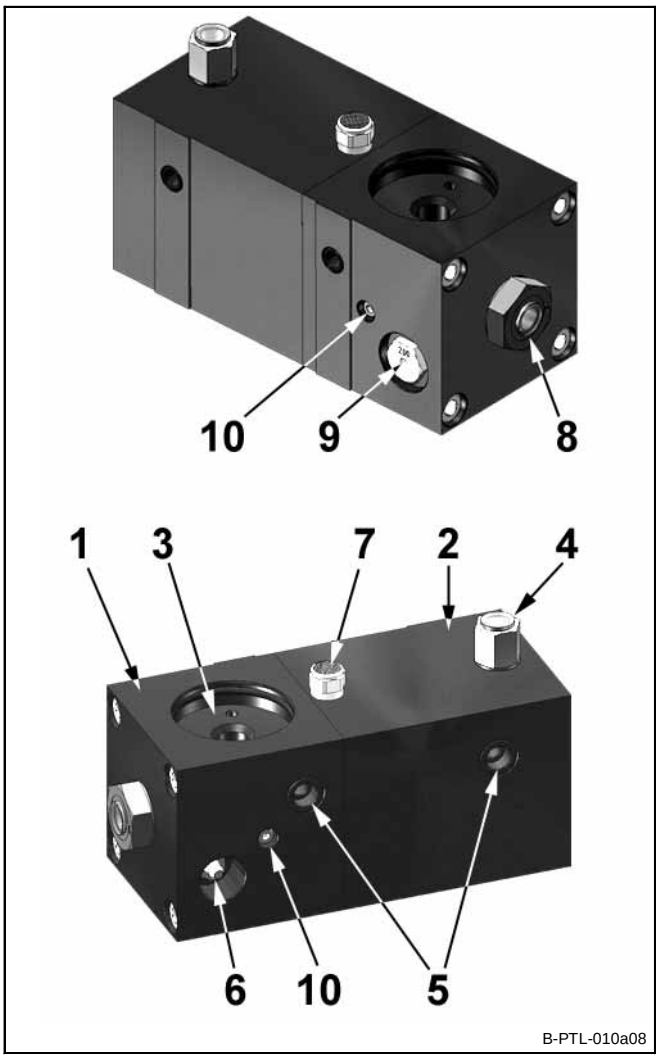

Fig. 1 Parts of the pneumatic lubrication pump model PTL 201
- is protected by means of a 200 bar pressure relief valve (fig. 1, item 9) (cartridge).
- is equipped with an easy-to-exchange pump element (fig. 1, item 8).
- Is equipped with a lubrication fitting (fig. 1, item 6) for manual lubrication (e.g. if the pneumatic system fails to operate).
➲ Before the replacement or first insertion of a 400 g- or 500 g- cartridge, an adapter must be mounted to the housing of the cartridge at position 3 (Fig. 1).